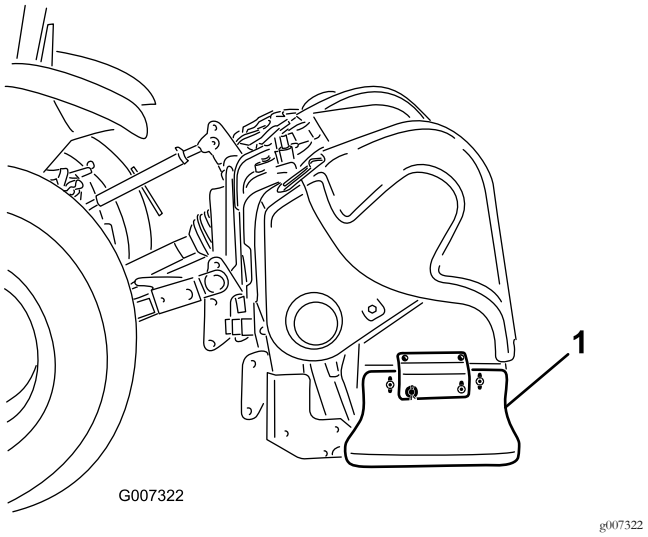

Figur 40
1. Løsne boltene og mutterne som fester sidebeskyttelsen til rammen (Figur 40).